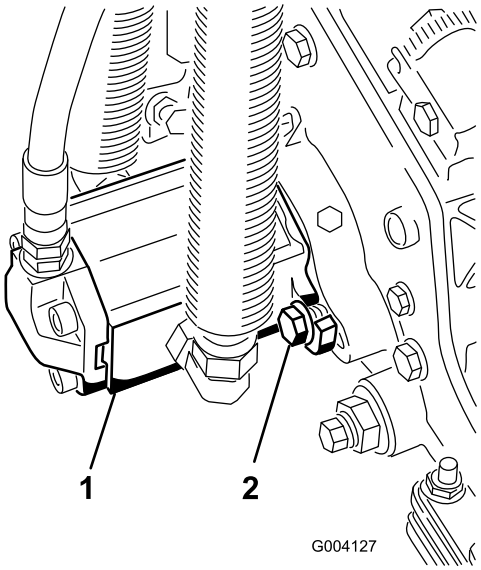

Figure 18
16. Install the motor by rotating it clockwise so that the motor flanges clear the bolts (Figure 18). Rotate the motor counterclockwise until the flanges encircle the bolts then tighten the bolts.